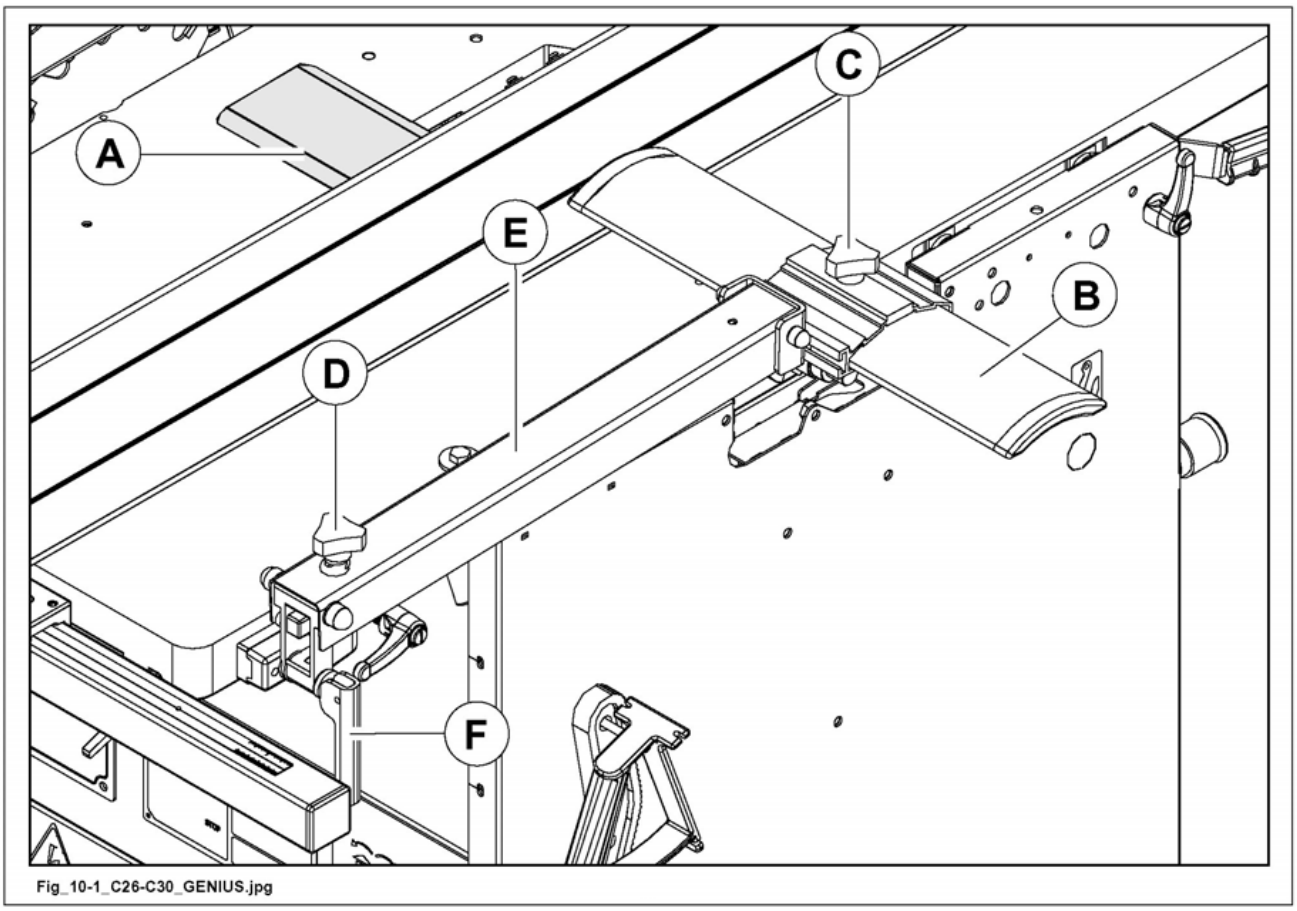

Fig. 10.1
1) Bridge (B fig. 10.1).
2) Bridge locking knob (C fig. 10.1).
3) Height adjusting knob (D fig. 10.1) (max. height which may be reached: 75 mm).
4) Arm (E fig. 10.1).
5) Protection locking lever (F fig. 10.1).
To adjust the height, operate the knob (D fig.10.1); the right position is maintained by the shock absorber.